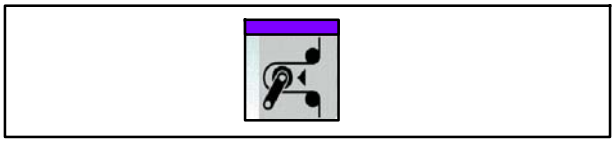

Fig. 77 Touche Enclencher/couper la tension de bande
3. Appuyer sur la touche Enclencher/couper la tension de bande (Fig. 77) pour couper la tension de bande